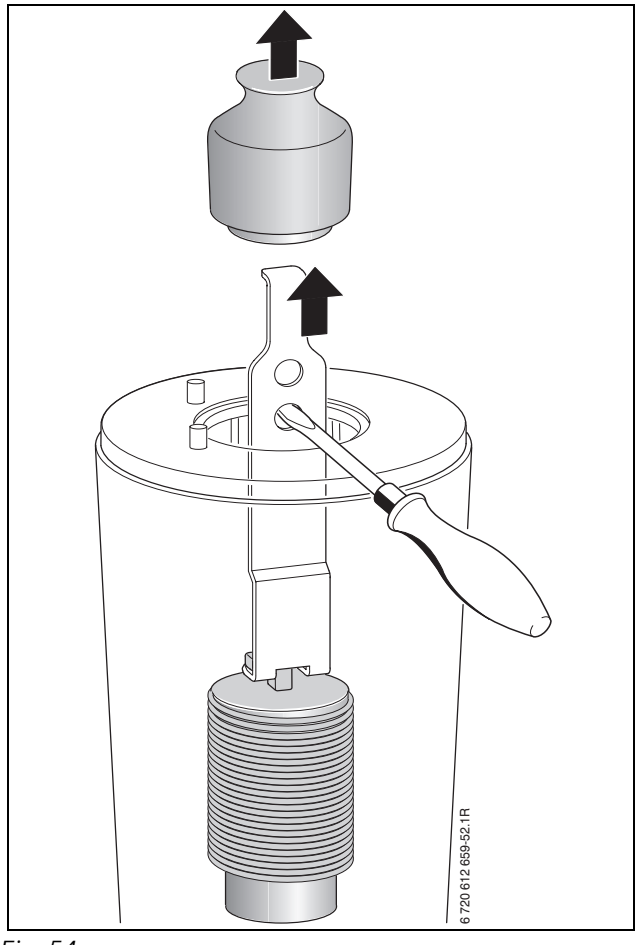

*Fig. 54*
- Estrarre il convogliatore superiore (fig. 54, fase 1).
- Estrarre il convogliatore inferiore aiutandosi con un cacciavite come da fig. 54, fase 2 .